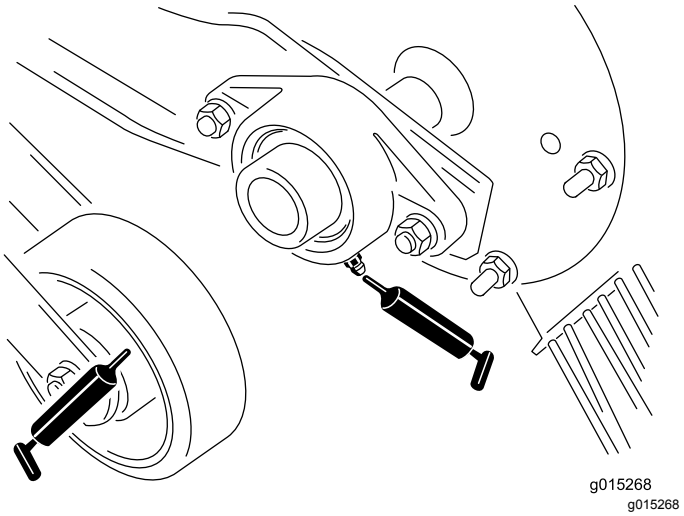
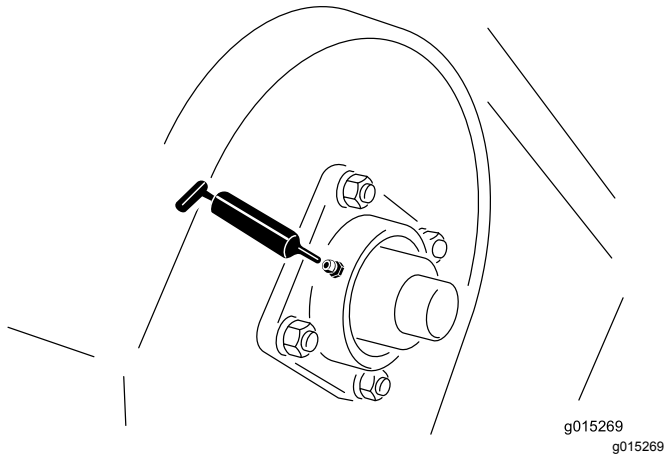
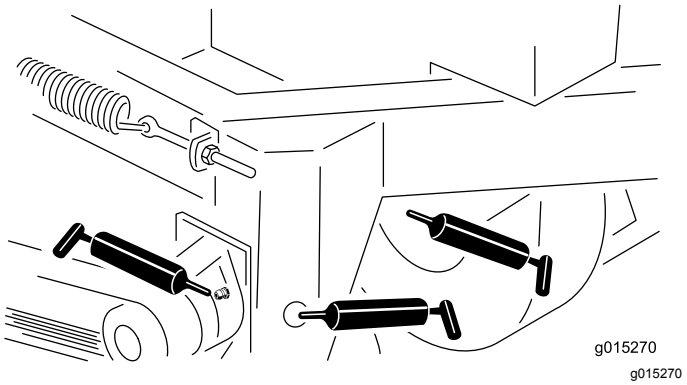

**Figur 11**
**Figur 12**
**Figur 13**
2. Pumpa in fett i lagret eller bussningen (Figur 11, Figur 12 och Figur 13).